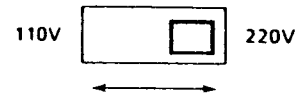

Рис. 7
(4) Установите переключатель напряжения сети на 220 В (рис. 7).